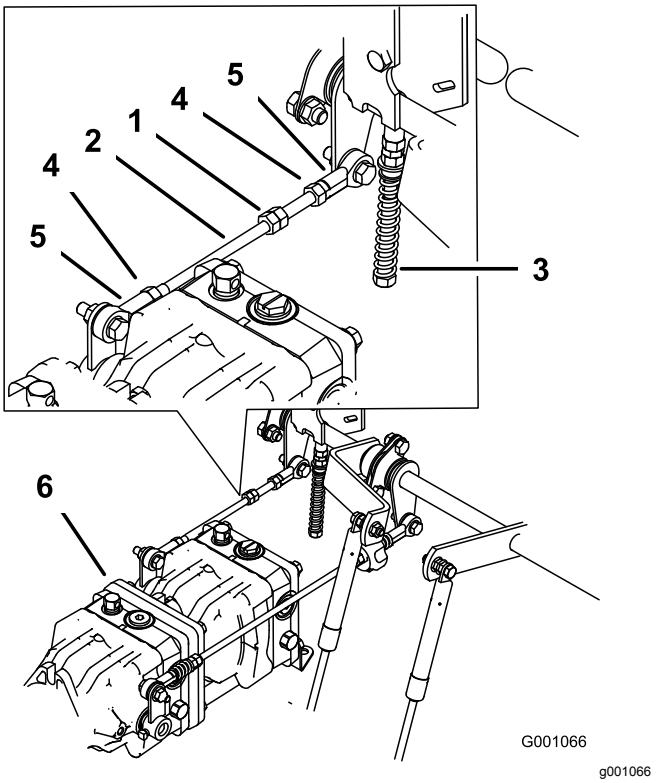

Figur 103
1. Lossa låsmuttrarna på kullederna på pumpens reglerstav (Figur 103).
3. Justera pumpstavslängden genom att vrida dubbelmuttrarna på staven i lämplig riktning tills hjulet står stilla eller långsamt roterar bakåt (Figur 103).
6. Dra åt låsmuttrarna vid kullederna (Figur 103).